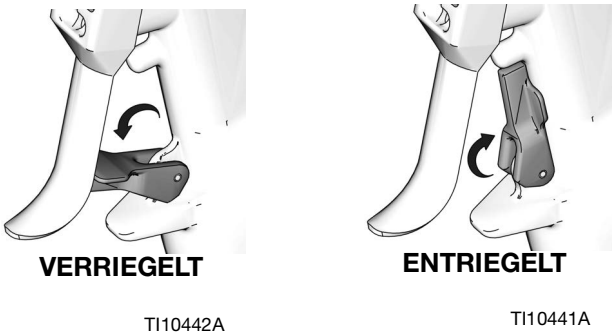

ABB. 4
1. Wenn Sie eines der Handventile verwenden, verriegeln Sie die Abzugssperre, indem Sie den Hebel im rechten Winkel zum Pistolengehäuse drehen. Siehe ABB. 4.